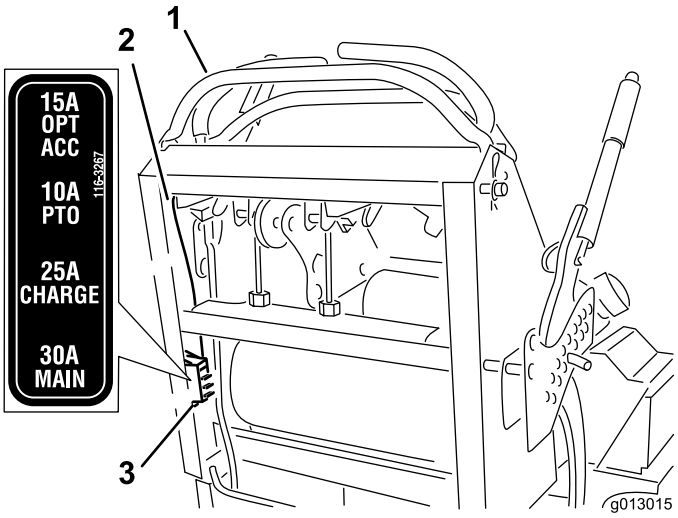

Figur 53
2. Træk sikringen ud for at fjerne og udskifte den (Figur 53).